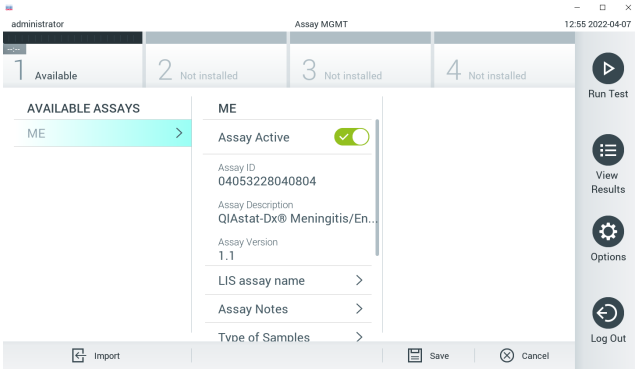

**Figura 26**. Activación del ensayo.
7. El ensayo quedará activo al pulsar el botón Assay Active (Ensayo activo) (figura 26).